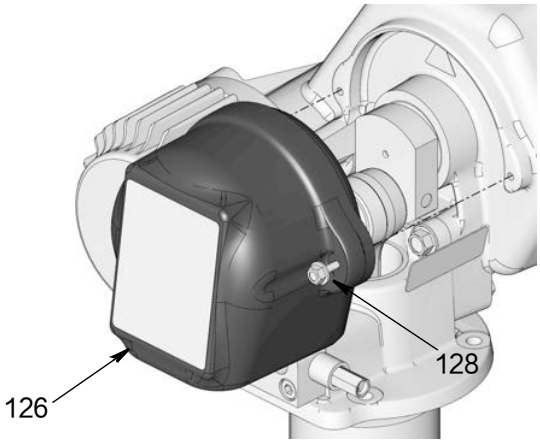

图 10
- 注入储罐前，检查呼吸器 (J) 通风是否工作良好。
- 注入储罐前，打开溢流孔 (H)，目视检查润滑液位。
- 注入储罐时请勿超过溢流孔 (H)。
7. 使用螺栓 (128) 重新装上盖子 (126)。用扳手拧紧螺栓（图 10）。